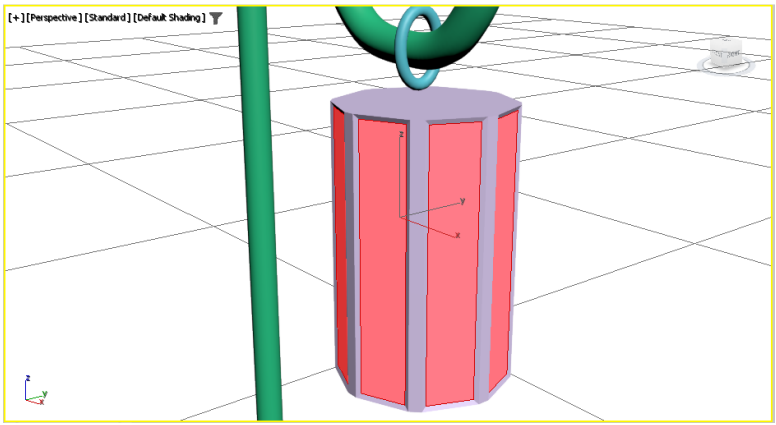

Figure 5-34 *The selected polygons beveled*
9. In the **Edit Polygons** rollout, choose the **Settings** button on the right of the **Bevel** button; the **Bevel** caddy control is displayed in the viewport. Set the value **-0.01** in the **Bevel-Height** spinner and **-0.02** in the **Bevel-Outline** spinner and then choose the **OK** button to close the caddy control; the selected polygons are beveled, as shown in Figure 5-34.